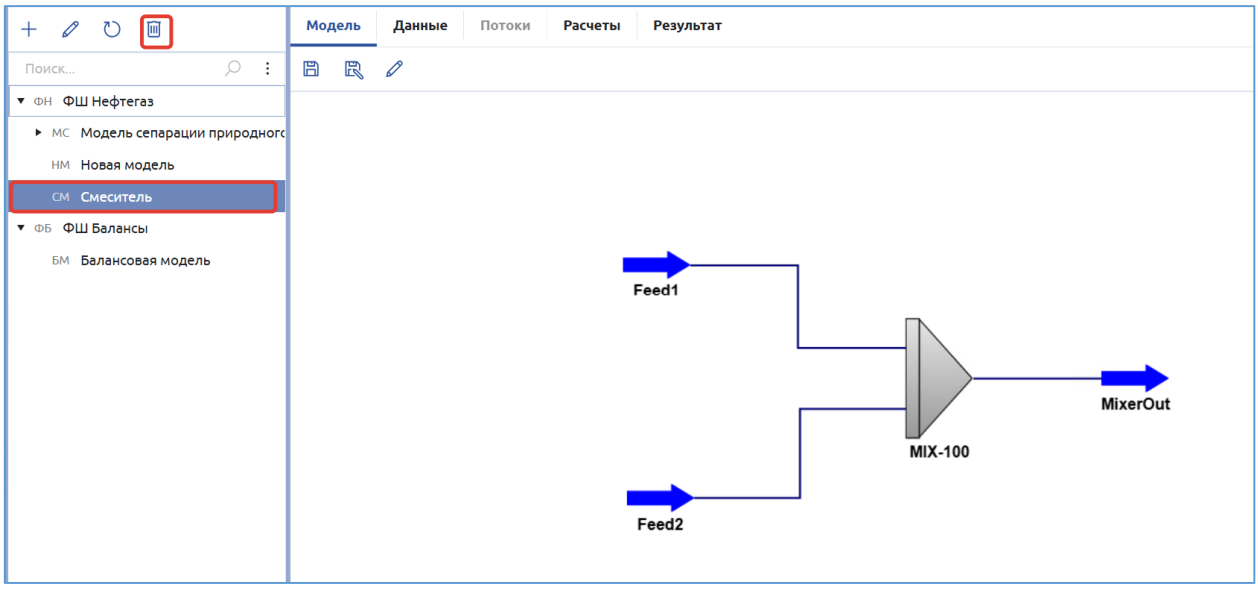

Рисунок 20. Удаление модели
1. В области навигации выбрать модель для удаления и выполнить команду «Удалить» (Рисунок 20).